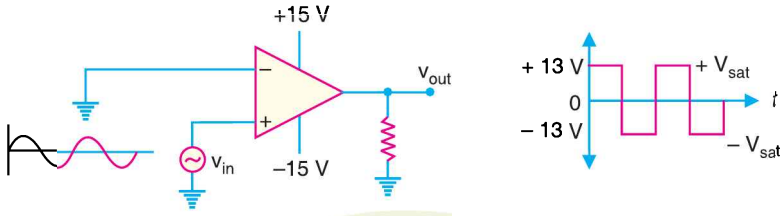

Fig. 25.94
1. As a square wave generator. A comparator can be used to produce a square wave output from a sine wave input. Fig. 25.94 shows the circuit of a comparator to produce square wave output. Note that inverting terminal (–) is grounded and signal (v_{in}) is applied to the noninverting terminal (+). Since the gain of a comparator is equal to A_{OL}, virtually any difference voltage at the inputs will cause the output to go to one of the voltage extremes ($+V_{sat}$ or $-V_{sat}$) and stay there until the voltage difference is removed. The polarity of the input difference voltage will determine to which extreme ($+V_{sat}$ or $-V_{sat}$) the output of the comparator goes.